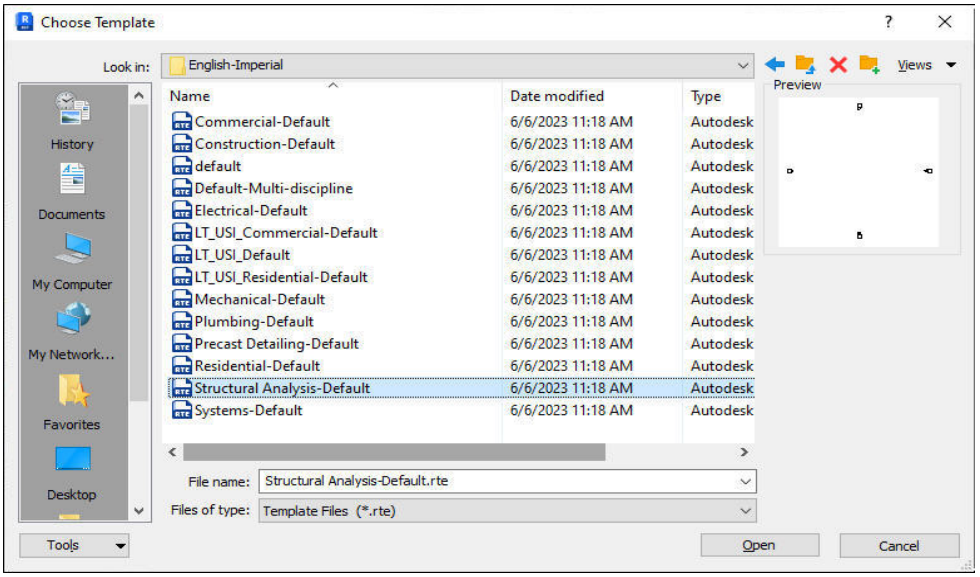

Figure 2-33 *The* ***Choose Template*** *dialog box*
2. In the **Choose Template** dialog box, the template file named **Structural Analysis-Default.rte**, as shown in Figure 2-33, is selected as the default template file in the **English-Imperial** folder. In **English-Metric** folder, default template file is **Structural Analysis-DefaultMetric.rte**. Choose the **Open** button to assign the selected template file to the **New Project** dialog box.